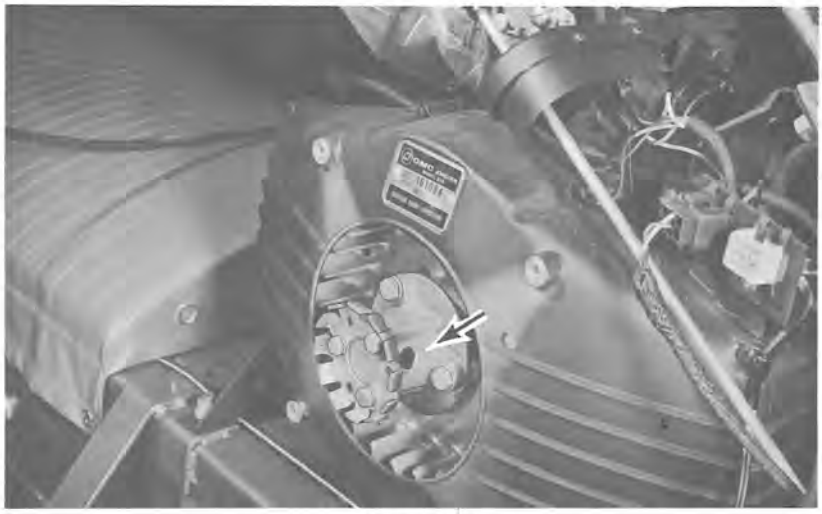
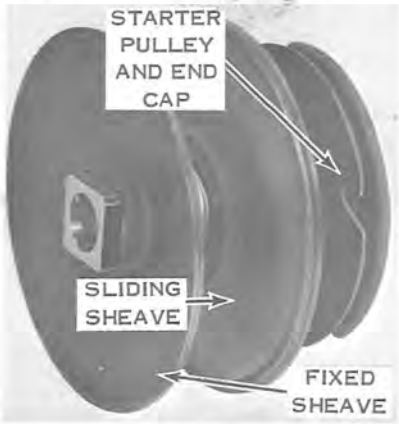

Figure 9-3
Figure 9-4
d. Remove manual starter. Holding ratchet mount to prevent crankshaft from rotating (see Figure 9-3), remove primary sheave assembly by unscrewing from crankshaft (see Figure 9-4). NOTE: Right hand thread is used on PTO end of crankshaft.